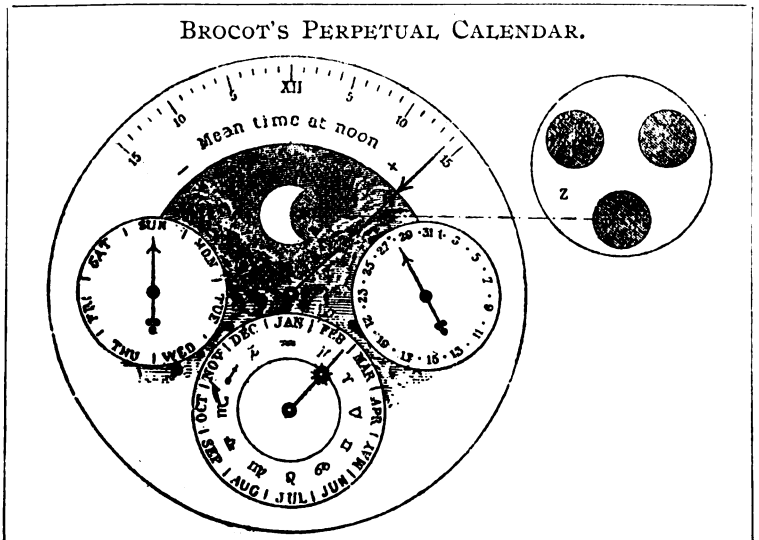
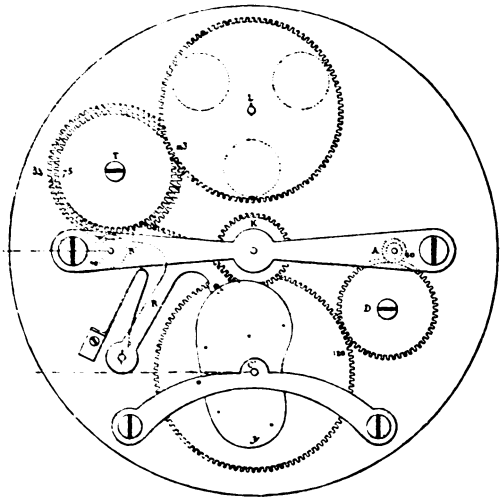

Fig. 4.
Fig. 5.
week and the days of the month, is shown in Fig. 3. Fig. 5 shows the outer side of the plate, which is devoted to the mechanism for producing the phases of the moon and the equation of time. To this side of the plate the dial (Fig. 4) is attached.
When the lever M *m* is moved by the pin *c*, the clicks G and H slip under the teeth, their beaks pass on to the following tooth, and the lever then, not leaning on the pin *c*, falls quickly by its own weight, and makes each click leap a tooth of the respective wheels of 7 and 31 teeth. The arbors of these wheels pass through the dial (Fig. 4), and have each an index which, at every leap of its own wheel, indicates on its special dial the day of the week and the day of the month. A roll or jumper, kept in position by a sufficient spring, keeps each wheel in its place during the interval of time which separates two consecutive leaps.
To secure the proper registration of the months of 30 days, for February of 28 during three years, and of 29 in leap year, M. Brocot makes the following provision. The arbor A of the month wheel goes through the circular plate, and on the other side is fixed (see Fig. 5) a pinion of 10. This pinion, by means of an intermediate wheel (D), works another wheel (centred at *e*) of 120 teeth, and consequently turning once in a year. The arbor of this last wheel bears an index indicating the name of the month. The arbor C goes through the plate, and at the other end (see Fig. 3) is fixed a little wheel gearing with a wheel having four times as many teeth, and which is